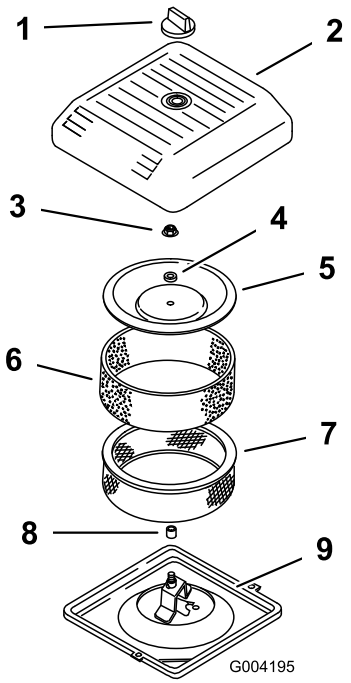

Rysunek 14
2. Odkręć pokrętło i zdejmij osłonę filtra powietrza (Rysunek 14).
3. Ostrożnie wysuń piankowy filtr wstępny z wkładu papierowego (Rysunek 14).
4. Odkręć nakrętkę pokrywy i zdejmij pokrywę, przekładkę i filtr papierowy (Rysunek 14).
2. Umieść zespół filtra powietrza w podstawie filtra powietrza (Rysunek 14).
3. Zamocuj pokrywę, podkładkę i zabezpiecz nakrętką pokrywy (Rysunek 14). Dokręć nakrętkę z momentem 10,7 N-m.
4. Załóż pokrywę oczyszczacza powietrza i zamocuj pokrętłem (Rysunek 14).